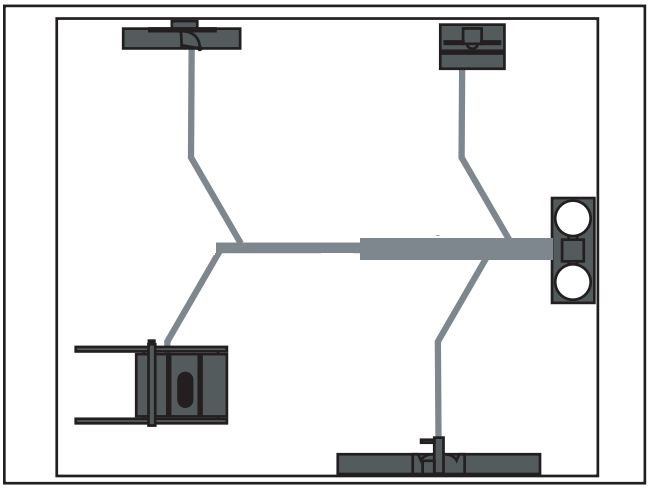

**Figure 17.** Good duct layout.
2. Ideally, you should design the duct system to have the shortest possible main line and secondary branch ducts. See **Figures 17 & 18** for ideas of good duct layouts vs bad duct layouts.